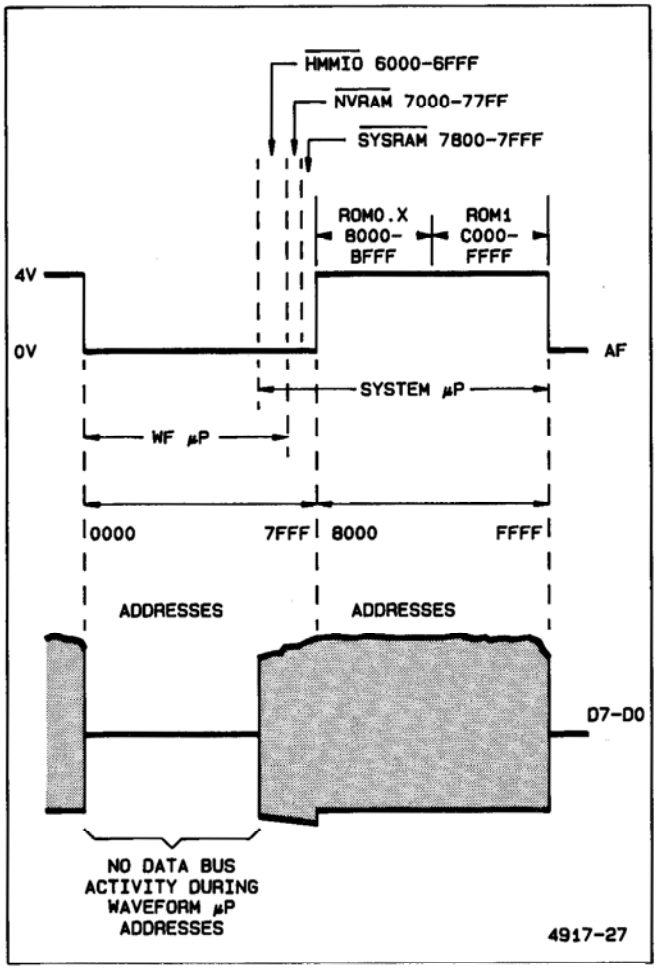

Figure 6-10. System µP data bit D7 in the Bus Isolate mode.
3. Check that no data bus activity is occurring during the Waveform μP address space (see Figure 6-10 to compare against). Faulty address decoding can cause response from an incorrectly addressed device.